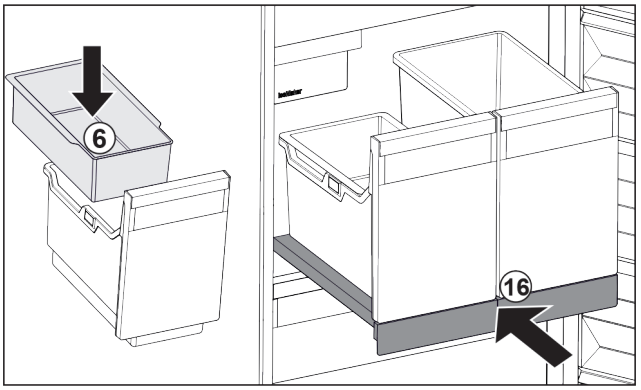

Fig. 146
▶ Introduceți tava suspendată *Fig. 146 (6)* pentru cuburi de gheață.
▶ Inserați raftul extractibil cu recipientele (IceTower). *Fig. 146 (16)*